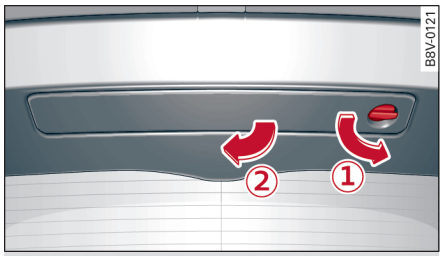

图 216 A3 Sportback 上打开的行李箱盖：警告三角
- 要打开盖板时请转动转锁 ① ⇨ *图 216*，向下转动盖板 ②。